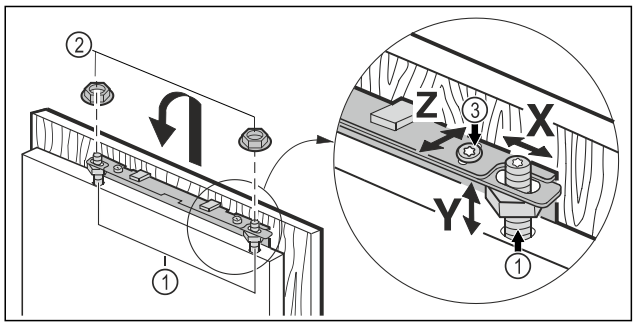

Fig. 22
▶ Möbeltür auf die Justagebolzen *Fig. 22 (1)* einhängen und Kontermuttern *Fig. 22 (2)* locker auf die Justagebolzen schrauben.
▶ Möbeltür in der Höhe **Y** und in der seitlichen Neigung ausrichten: Justagebolzen *Fig. 22 (1)* mit einen Schraubendreher einstellen.
▶ Kontermuttern *Fig. 22 (3)* anziehen.